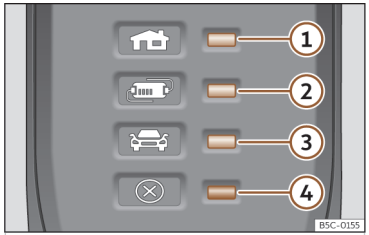

Abb. 67 Am Ladekabel für Netzsteckdosen: Kontrollleuchte in der Schutzeinrichtung.
››› **(Abb. 67):**
Durch die elektronische Schutzeinrichtung ››› **(Abb. 67)** ist der Ladestecker so lange stromlos, bis er in die Ladedose des Fahrzeugs eingesteckt wird.
Eine oder mehrere Kontrollleuchten ››› **(Abb. 67)** ①, ② oder ③ leuchten grün.
Hinweis ››› (Abb. 67)	Bedeutung
①, ④ blinken	Der Hausstecker hat sich stark erhitzt.
②, ④ blinken	Die Schutzeinrichtung hat sich stark erhitzt.
Wenn der Ladevorgang mit einem geringeren Ladestrom fortgesetzt wird, blinkt abgesehen von der Betriebsanzeige die Warnleuchte ››› **(Abb. 67)** ④ rot.
- Sollte es wieder zu einer Abschaltung oder Verringerung des Ladestroms kommen und die Ursache hierfür nicht mit einer externen Wärmequelle in Verbindung stehen, ist darauf zu achten, welche grüne Kontrollleuchte blinkt ››› **(Abb. 67)**. Zur Überprüfung des Ladekabels ist ein CUPRA-Fachbetrieb oder ein SEAT-Vertragshändler aufzusuchen. Zur Überprüfung der Anschlüsse der Ladeinfrastruktur ist ein Fachunternehmen für Elektroinstallationen aufzusuchen.
Wenn die rote Warnleuchte ④ blinkt oder leuchtet, ohne dass gleichzeitig eine der Kontrollleuchten ››› **(Abb. 67)** ①, ② oder ③ die Betriebsanzeige dauerhaft leuchtet, liegt eine Störung vor.